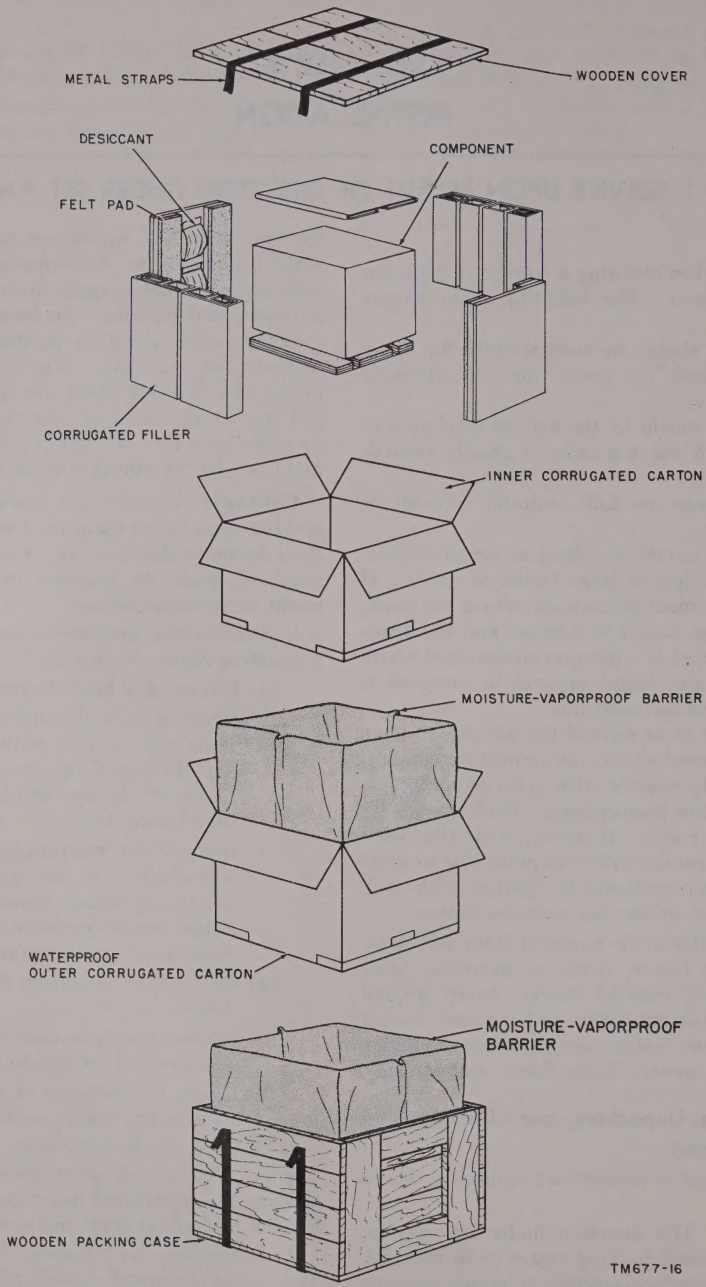

Figure 16. Typical unit packed for export shipment.
(1) Cut and fold back the steel straps (fig. 16).
(2) Remove the nails holding the top of the crate with a nail puller. Remove the top of the packing crate. *Do not attempt to pry off the sides and top; the equipment may become damaged.*
(3) Remove the moistureproof barriers and any excelsior or corrugated paper covering the equipment inside the crate. See below for instructions on removing the waterproof metal container (if used).
(4) Remove the equipment from its inner container.
(5) Inspect the equipment for possible damage incurred during shipment.
(6) Check the contents of the packing case against the master packing slip.